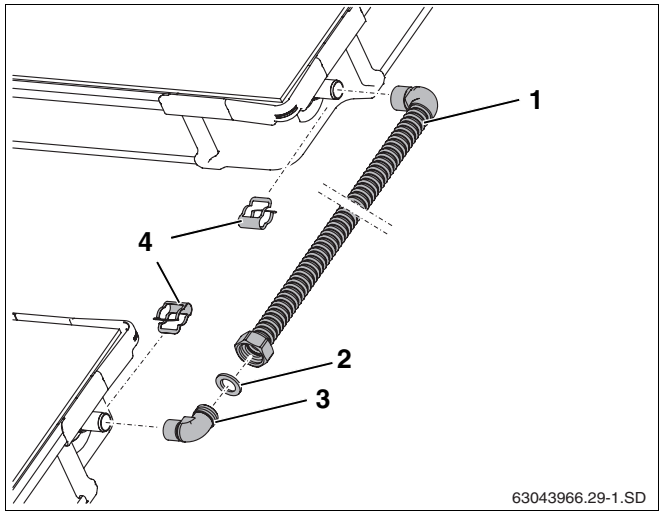

Abb. 60 Verbindungssatz zwischen zwei Kollektorreihen
Wenn Sie das Anschlussrohr (Abb. 60, **Pos. 1**) kürzen müssen, dann beachten Sie die Montageschritte im Kapitel „Dichtfläche herstellen:“ Seite 36.
- Dichtung (Abb. 60, **Pos. 2**) in Überwurfmutter einlegen.
- Winkel (Abb. 60, **Pos. 3**) in Überwurfmutter G1 einlegen, ausrichten und verschrauben.
- Anschlussrohr (Abb. 60, **Pos. 1**) auf die Kollektoranschlüsse schieben und mit Klammern (Abb. 60, **Pos. 4**) aus dem Anschlusssatz fixieren.